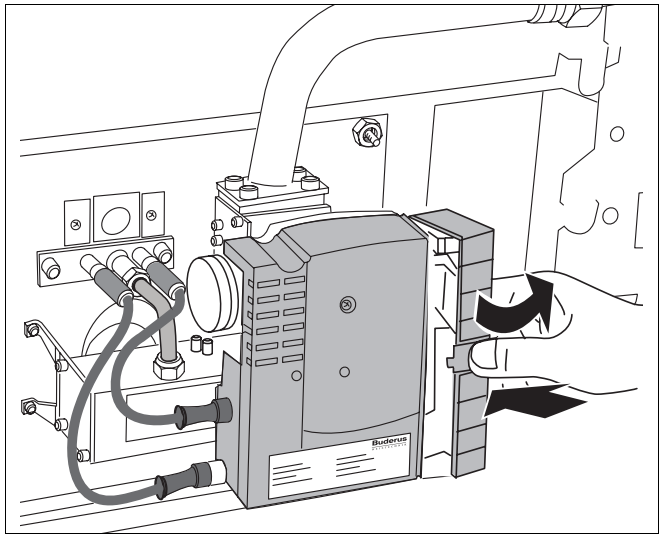

Rys. 51 Zdjęcie pokrywy
- Wcisnąć kciukiem boczną pokrywę gazowego automatu palnikowego w sposób przedstawiony na rys. 51, odchylić do tyłu i zdjąć.